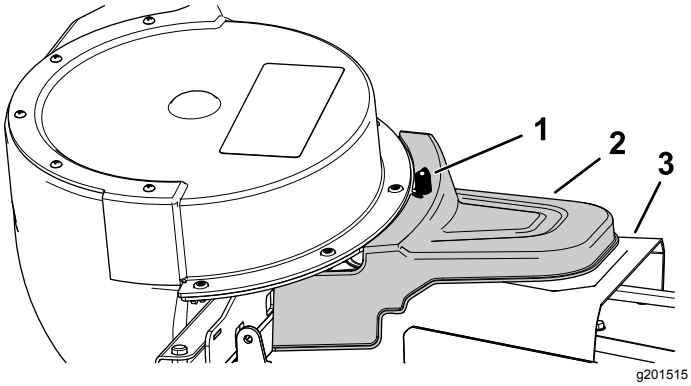

Bild 27
5. Befestigen Sie die angetriebene Abdeckung des Heckfangsystems über der Riemenabdeckung und befestigen sie durch Anziehen des Handrads (Bild 27).